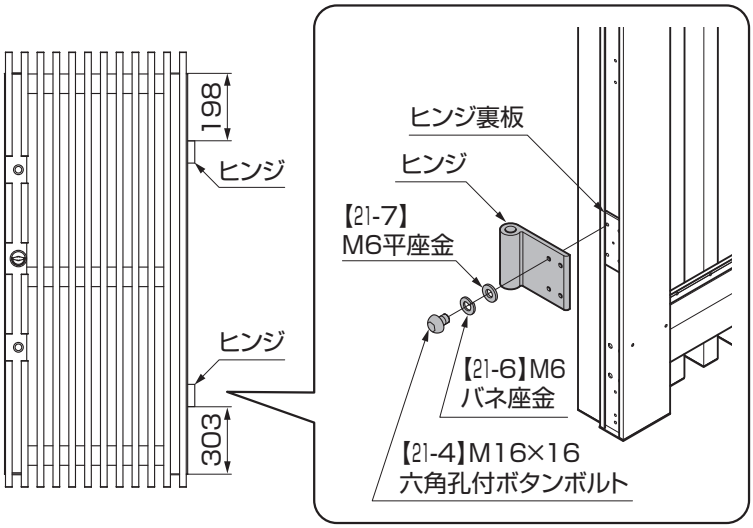

図10-6
⑥門扉本体の吊元側框に入っているヒンジ裏板２個に、ヒンジ２個を【21-4】、【21-6】、【21-7】で仮組みします。この時、ヒンジ取付け位置が図の位置に来るように調整してください。（図10-6参照）